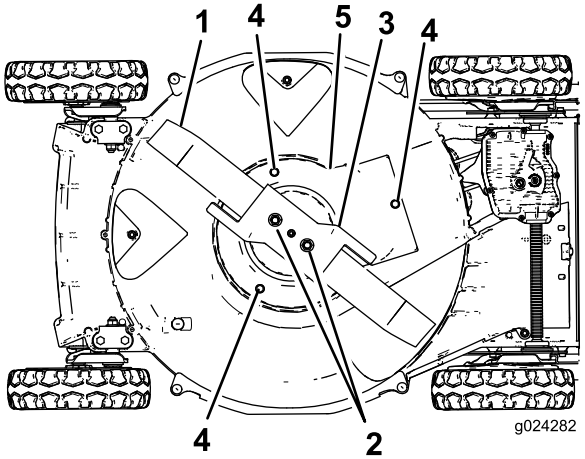

**Rysunek 32**
6. Zdejmij 2 nakrętki ostrza, przyspieszacz i ostrze (Rysunek 32).
7. Wykręć wkręty mocujące osłonę sprzęgła hamulca ostrza do obudowy kosiarki (Rysunek 32).